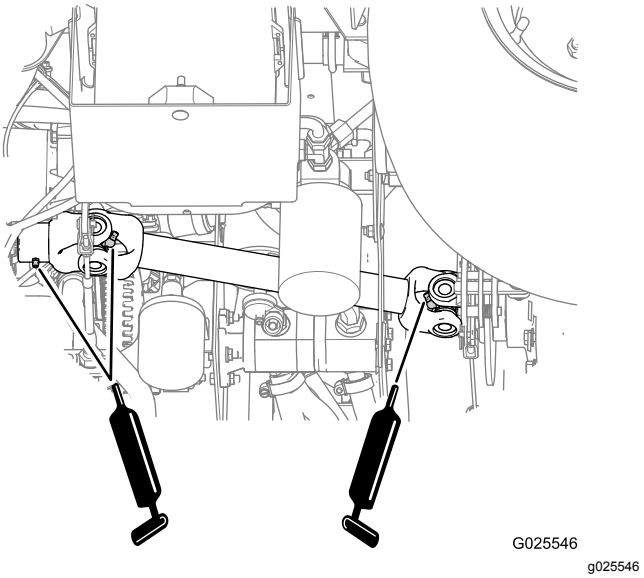

Figur 39
- **Drivaksels u-samlinger (2)**, se Figur 39
- **Glidegaffel (1)**, se Figur 39